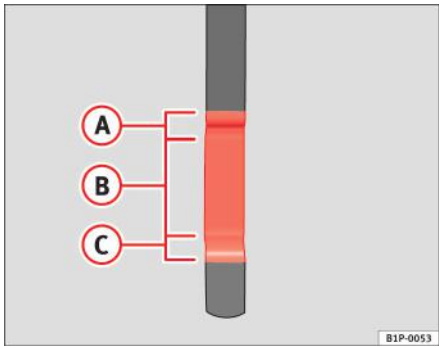

Fig. 144 Joja de ulei.
– Apoi scoateți-o din nou şi verificați nivelul uleiului ⇒ fig. 144. Dacă este necesar, adăugați ulei de motor.